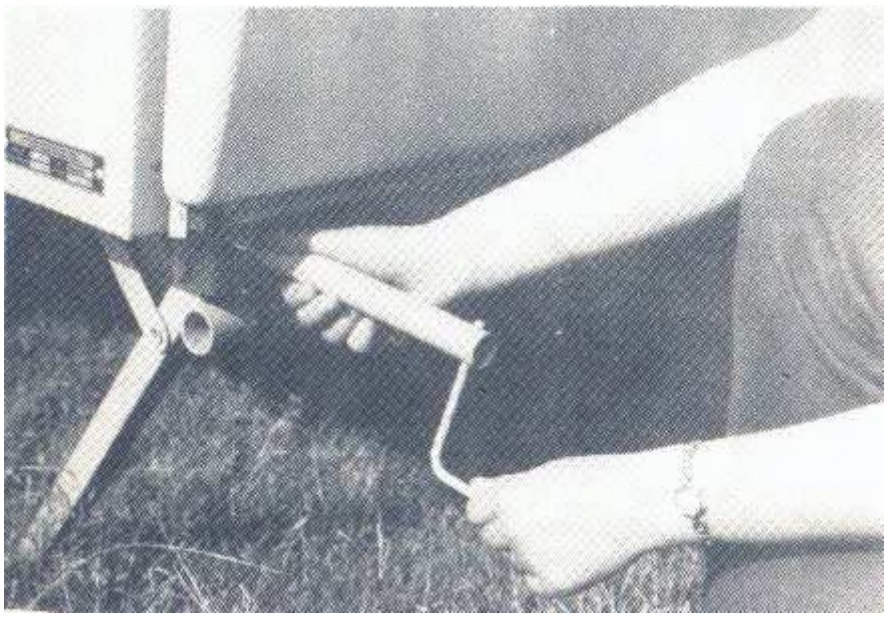

Abb. 5
4.3 Um den Anhänger die entsprechende Standfestigkeit zu geben, werden die 4 am Boden angebrachten Kurbelstützen entsprechend der Bodenverhältnisse nur soweit abgeschwenkt, dass der Hänger feststeht. Zum Entlasten der Räder sind die Kurbelstützen nicht geeignet. Die Kurbel ist entsprechend der Abbildung 5 mit der Hand zu führen.